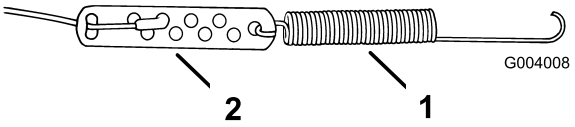

Figur 6
2. Kroka fast fjädern i det runda hålet i kabeljusterarens ände (Figur 6).